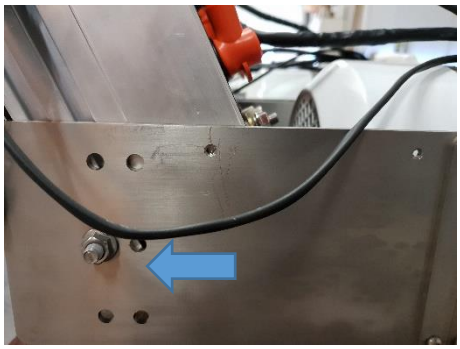

Afbeelding 1
5. Draai de twee moeren (sleutel 13) aan de zijkant meerdere slagen los en trek de controller voorzichtig omhoog. (afbeelding 1)